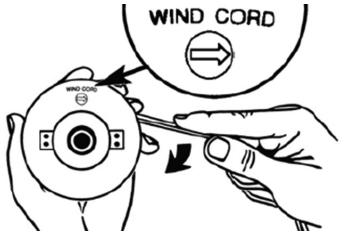

Рис. 13. Намотка корда на катушку
5. Намотайте корд плотно с натягом в канавки катушки. Направление намотки («WIND CORD») указано стрелкой на катушке (Рис. 13).